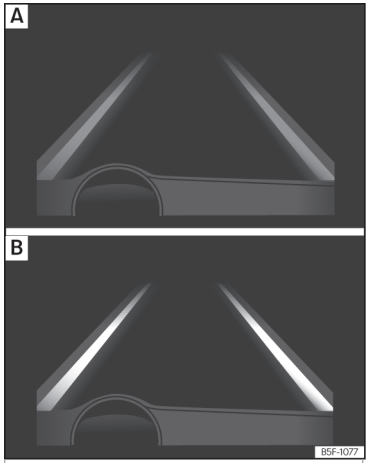

Fig. 278 On the instrument panel display: Indication on the Lane Assist system display (example 1). »
- The system is active, but not available, either because the minimum speed has not been reached or because the lane lines are not recognised ››› Fig. 278 **A**.
- The system is active and available, both lane lines are recognised. The steering angle is not being corrected at this moment ››› Fig. 278 **B**.